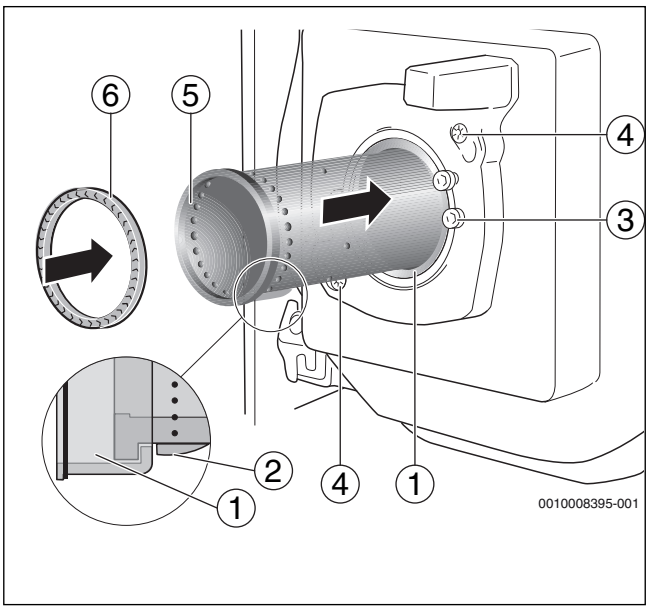

Fig. 38 Remplacer la tuyère de brûleur
- ▶ Insérer la tuyère du brûleur (→fig. 38, [5]) dans le support de tuyau. Pour cela, faire passer la tuyère du brûleur par le guide (→fig. 38, [2]) jusqu'à la butée du support de tuyau. Le nez de la tuyère du brûleur doit être dirigé vers le bas et s'enclencher (→fig. 38, [loupe]).
- ▶ Mettre en place un nouveau joint (→fig. 38, [6]).
▶ Avant le montage du brûleur, vérifier le joint (→ fig. 38, [6], page 22) entre le système de mélange et la tuyère du brûleur.
▶ Insérer le joint (→ fig. 38, [6], page 22) dans la tuyère du brûleur.